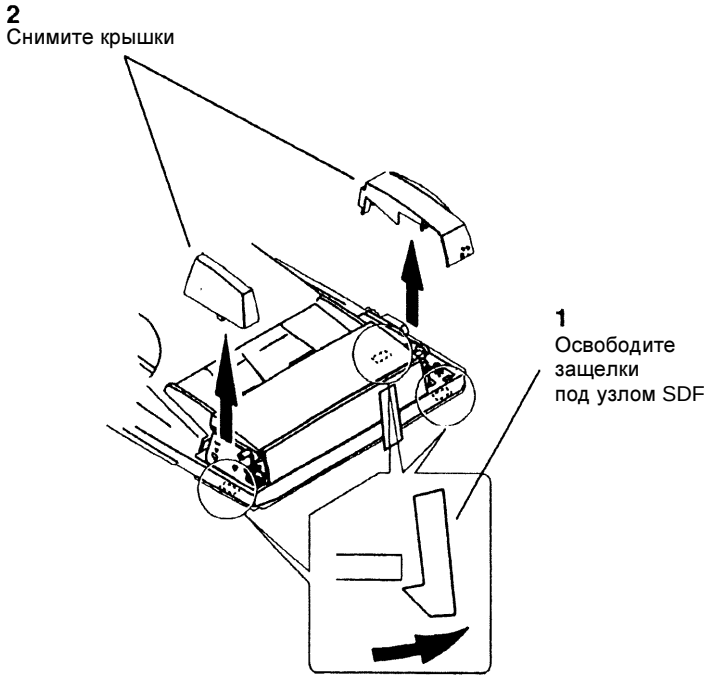

Рисунок 1 Снятие крышек
1. (Рисунок 1): Снимите переднюю и заднюю крышки.